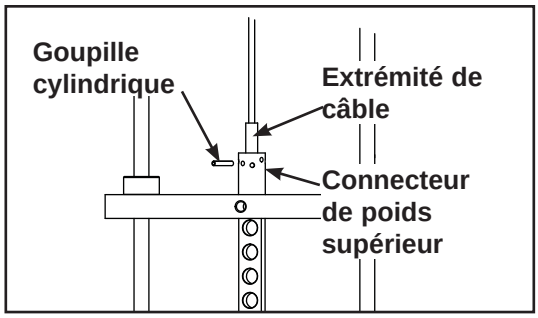

Figure 8
3. ***Réglage à goupille cylindrique -*** Ce type de réglage utilise une goupille cylindrique et une série de trous ménagés dans le connecteur de poids supérieur de la pile de poids. Reportez-vous à la figure 8.